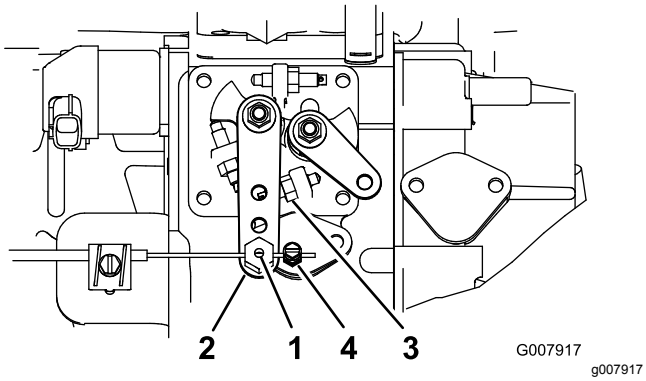

Figur 52
2. Løsne gasskabelkontakten på gasskabelen, ved siden av innsprøytingspumpespaken (Figur 52).
3. Hold innsprøytningspumpens spakarm mot høy tomgangsstopp (Figur 52).